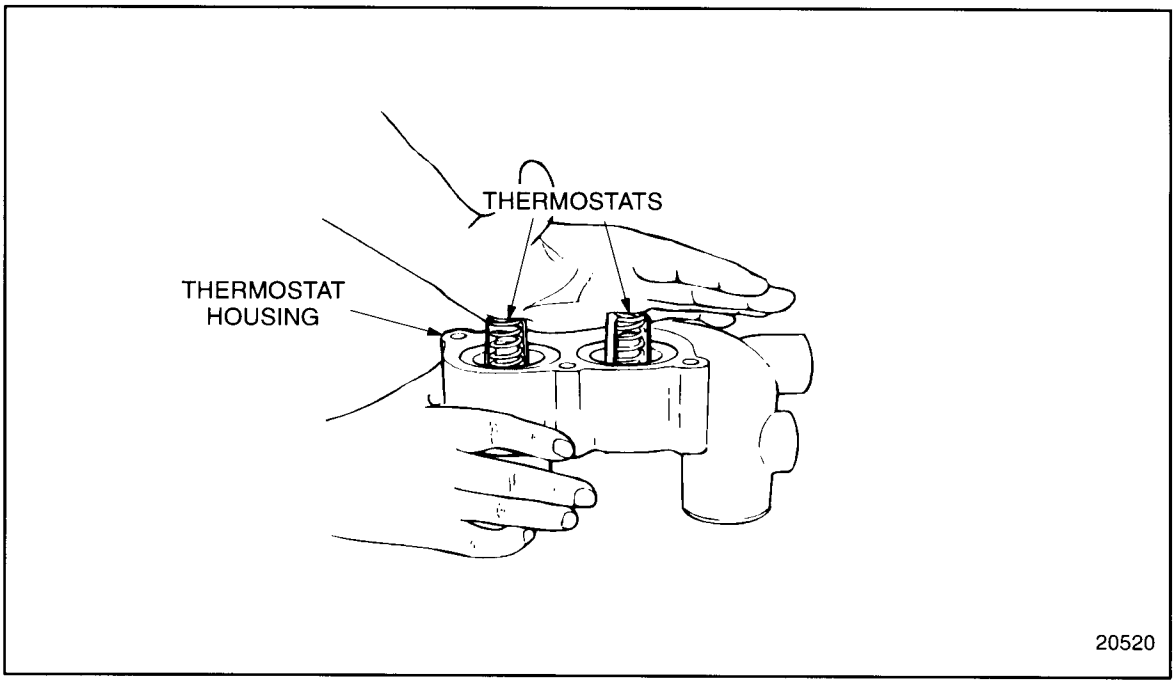

Figure 4-77 Seating Thermostats
8. Press down on the thermostats to seat them. See Figure 4-77.